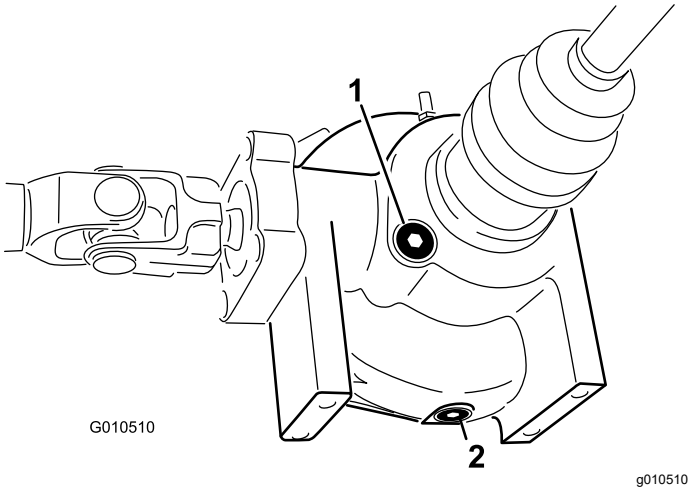

**Figuur 52**
2. Reinig de omgeving van de aftapplug op de zijkant van het differentieel (Figuur 52).